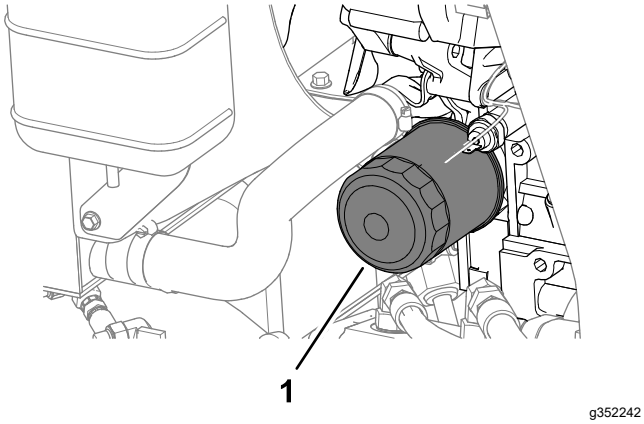

Figur 75
4. Avlägsna oljefiltret (Figur 75).